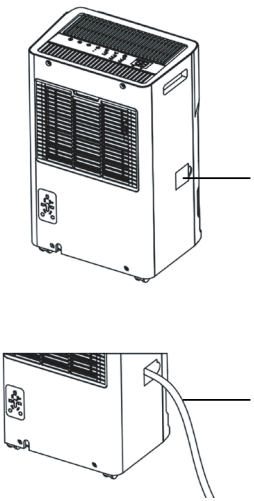

Рис. 4
- **B. Непрерывный слив (Рис. 4).** Для слива конденсата подсоедините дренажный шланг к отверстию боковой стенке прибора и организуйте отвод воды в специальную емкость либо в канализационное отверстие.